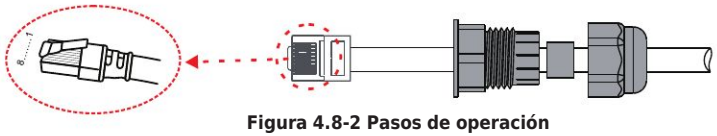

Figura 4.8-2 Pasos de operación
Paso 3-1 Pase el cable RJ45 a través de la placa de acero y conecte el cable DRED al terminal RJ45, como se muestra en la Figura 4.8-2. La Tabla 4.8-3 describe la definición de los 6 pines del puerto.